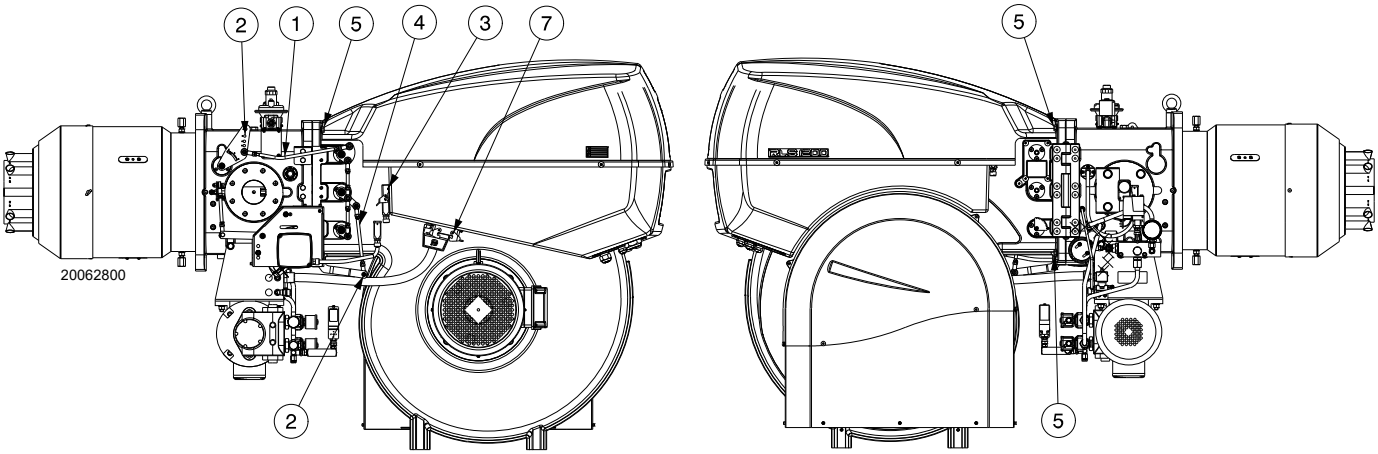

Afb. 43
- ➤ Verwijder de trekkers 1) en 4)(Afb. 43) van de hendel voor de beweging van de kop en de opening van de luchtkleppen, door de moeren 2) los te draaien;